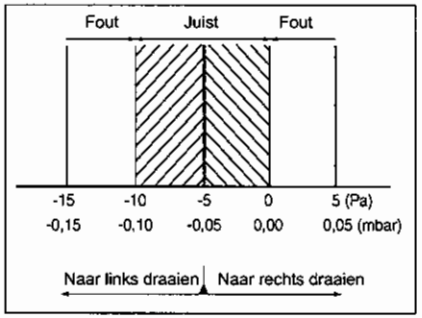

afb. 33 Drukverschil gas/lucht bij deellast
- Lees het drukverschil (verhouding gas/lucht) af. Het optimale drukverschil is - 5 Pa (-0,05 mbar). Het drukverschil moet liggen tussen -10 en 0 Pa (afb. 33). Indien dit niet het geval is, neem contact op met de servicedienst van BBT Thermotechnology Belgium.